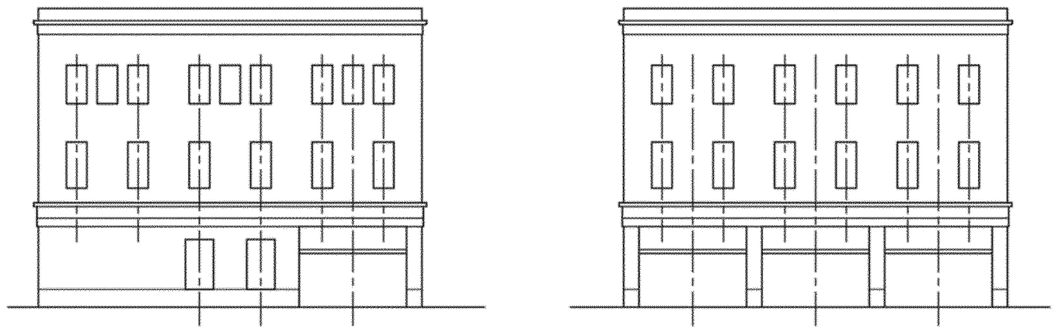

*Figure 7*
- Centerlines of windows shall align vertically within any given facade. See Figure 7.